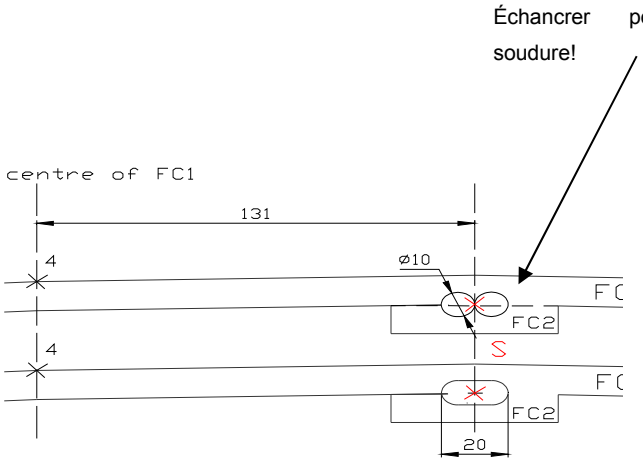

Fig. 37: dessin du trou d'attache centrale
2. Échancrer les deux bords d'un coté de FC2 de manière a créer une creuset pour la soudure. Souder FC2 à FC1 de manière a ce qu'il soit centré sur le point S. Voir fig 37.